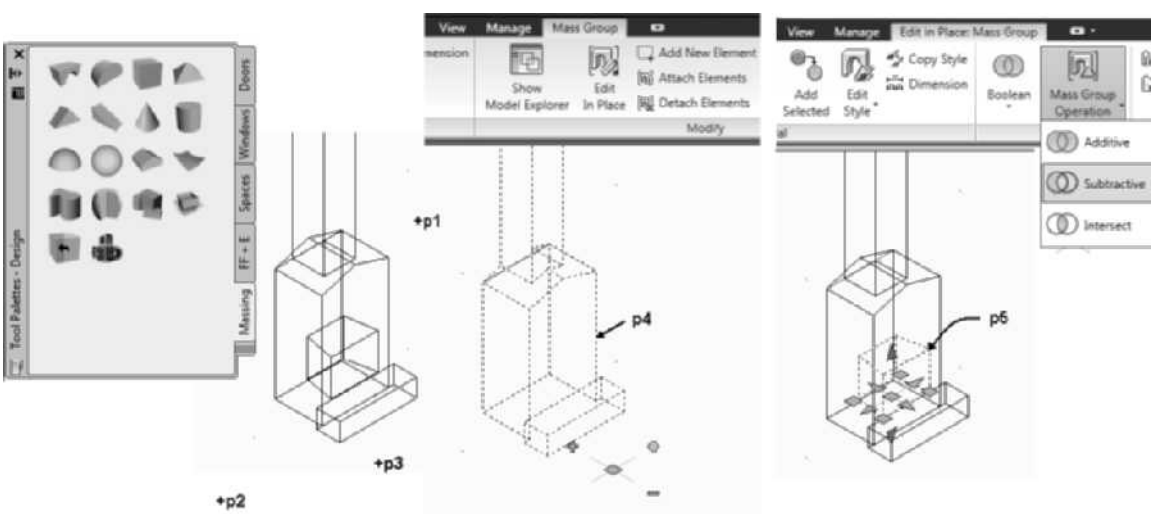

FIGURE 4.71 *Creating and editing the mass group*
`Select elements to attach:` *(Select a point near* `p1` *as shown in Figure 4.71.)*
`Specify opposite corner:` *(Select a point near* `p2` *as shown in Figure 4.71.)* `5 found`
`Location:` *(Select a point near* `p3` *as shown in Figure 4.71.)*
8. Select the **Mass Group** at p4 in Figure 4.71 to display the Mass Group tab. Choose Edit In Place from the Modify panel.
9. Select the hearth shown at p5 in Figure 4.71 to display its grips. Choose the **Subtractive** option from the Mass Group Operation flyout of the Modify panel in the Edit In Place: Mass Group tab. Choose Finish from the Edits panel to save the changes.